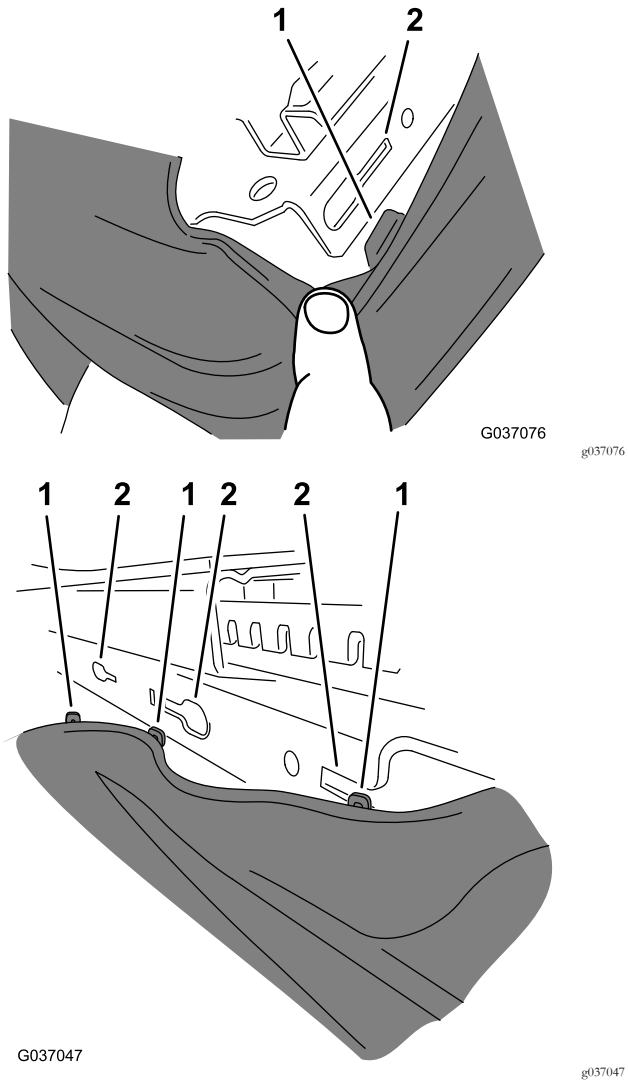

Figur 9
3. Ta bort skon från sätessockeln på följande sätt (Figur 9).